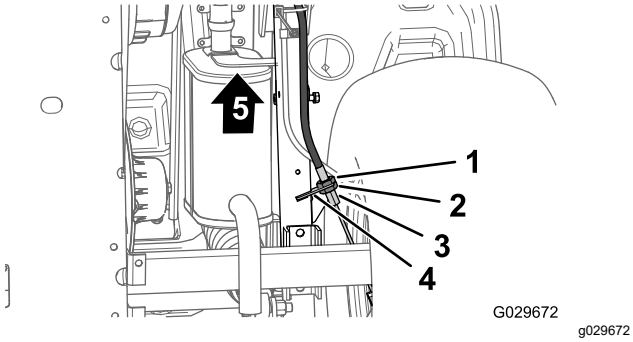

Figura 53
3. En la parte inferior de la máquina, afloje 4 vueltas la contratuerca trasera del ajustador roscado del cable del freno de estacionamiento (Figura 53).
4. Apriete la contratuerca delantera (Figura 53).
A. Afloje 1 vuelta la contratuerca delantera (Figura 53) del ajustador roscado del cable del freno de estacionamiento.
B. Apriete la contratuerca trasera (Figura 53).
A. Afloje 1 vuelta la contratuerca trasera (Figura 53) del ajustador roscado del cable del freno de estacionamiento.
B. Apriete la contratuerca delantera (Figura 53).